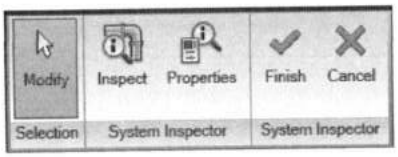

Рис. 40.12. *Лента System Inspector для локального анализа выходных характеристик*
2. На ленте в разделе **Analysis** нажать **System Inspector** (Инспектор системы). Произойдет переключение на одноименную ленту (рис. 40.12).